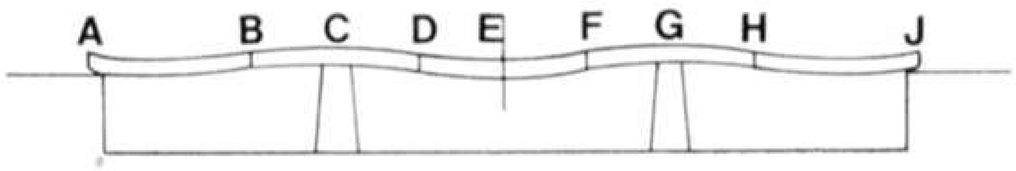

Fig 3
The tension and compression stresses of the members, and the whole principle of the cantilever system, is perhaps most easily explained by Fig. 3. Here the chairs are the piers, the two boys sitting on them are the towers, and each boy helps to support a centre strut carrying a third (smaller) boy. His weight is counter-balanced by the anchors (A) on the extreme ends. Fig. 4 shows this principle transposed on to a corresponding design for a cantilever bridge.